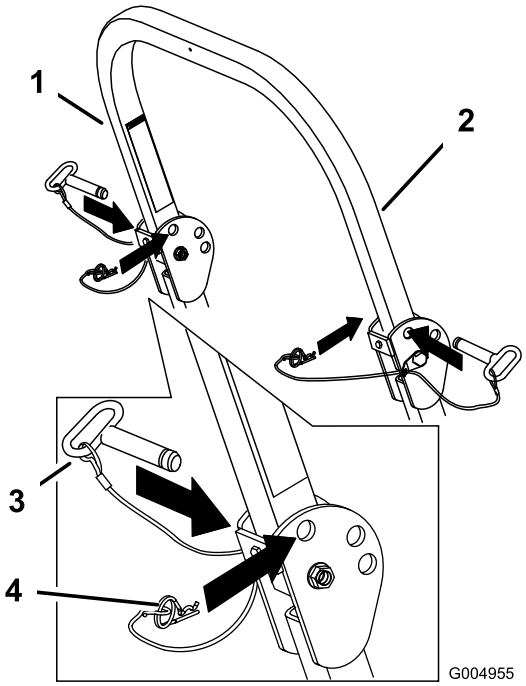

**Figuur 7**
1. Maak de R-pennen los en verwijder de twee pennen (Figuur 7).
3. Plaats de twee pennen en zet deze vast met de R-pennen (Figuur 7).
4. Om de rolbeugel omhoog te klappen, moet u de R-pennen losmaken en de twee pennen verwijderen (Figuur 7).
5. Klap de rolbeugel omhoog, plaats de twee pennen en zet deze vast met de R-pennen (Figuur 7).